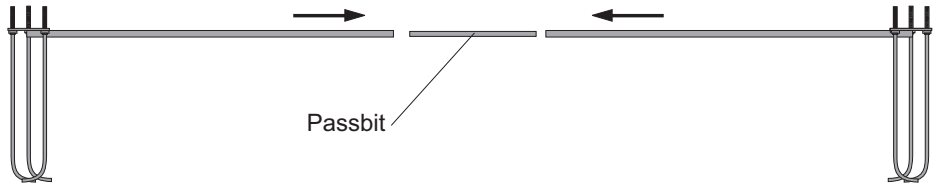

Fig 3
3. Bestäm var grindstolparna ska vara placerade. Mät ut hålen i marken med hjälp av fundamentet, fig 3.